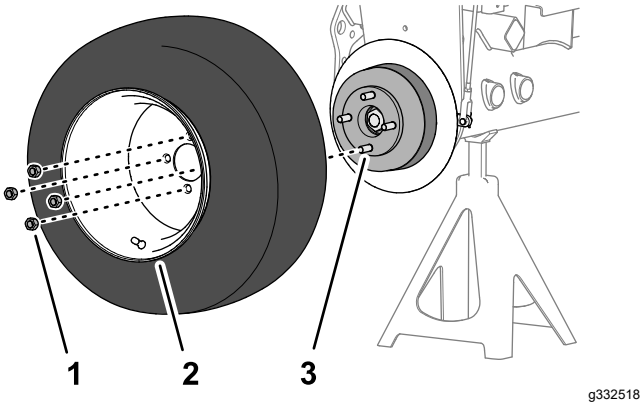

Figuur 63
1. Verwijder de 4 wielmoeren waarmee het voorwiel aan de naaf bevestigd is en verwijder het wiel (Figuur 63).